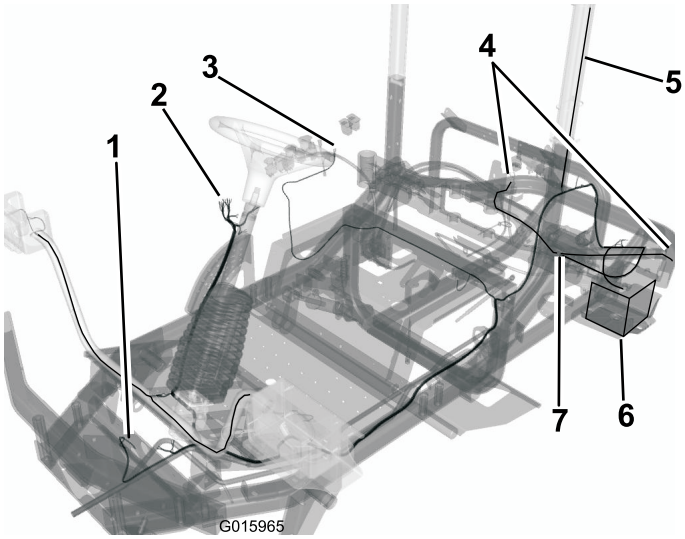

Figura 12
- Pase el arnés hasta el claxon y conecte los dos cables a los terminales (Figura 12).